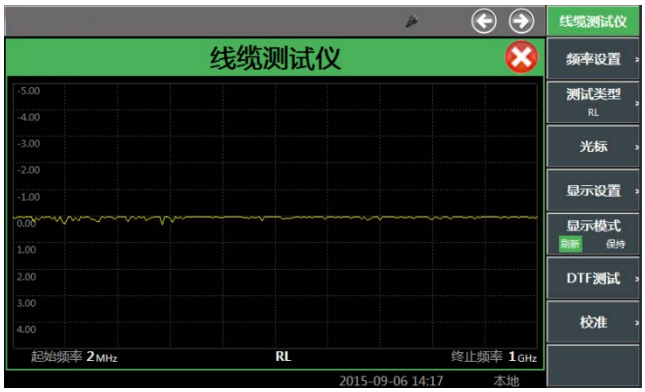

图 4.12　回波损耗测试界面
- 按【线缆】硬键，或者按【测量】硬键通过整机菜单设置打开线缆测试窗口。按屏幕下方【全屏】硬键可最大化显示如图 4.12 所示。
- 点击触摸屏，选中线缆测试窗口为当前活动窗口，相应菜单会在窗口右侧显示，如图 4.12 所示。